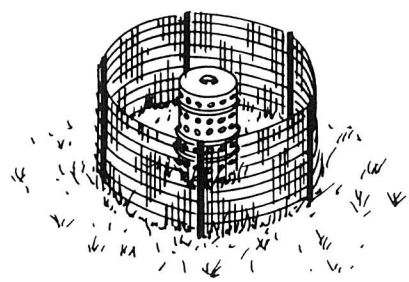

**Figure 7:** Grillage autour d'un avaloir surélevé
- installer une grille de protection autour de l'avaloir afin d'éviter que des résidus végétaux obstruent l'entrée (figure 7);